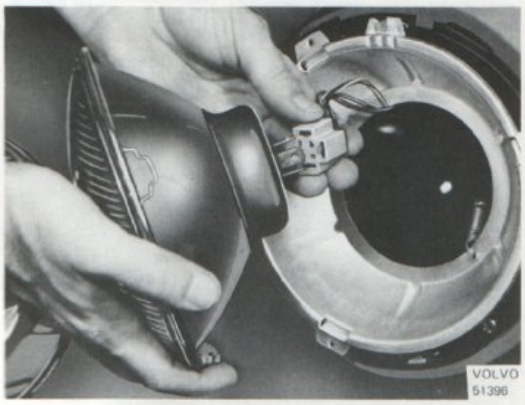

Bild 122. Borttagning av insats
3. Ta bort strålkastarinsatsen genom att skilja lampkontakten från lamphållaren, bild 122.